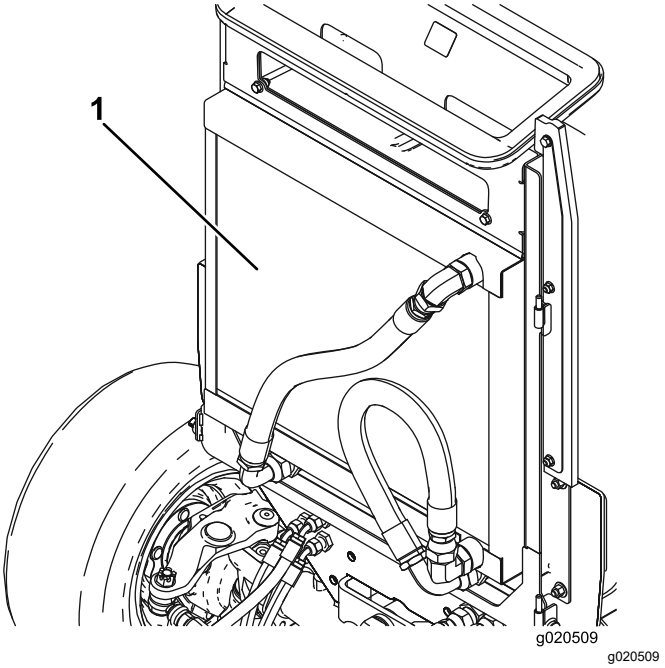

Figur 113
4. Rengjør begge sidene av oljekjøleren og radiatoren grundig med trykkluft (Figur 113).